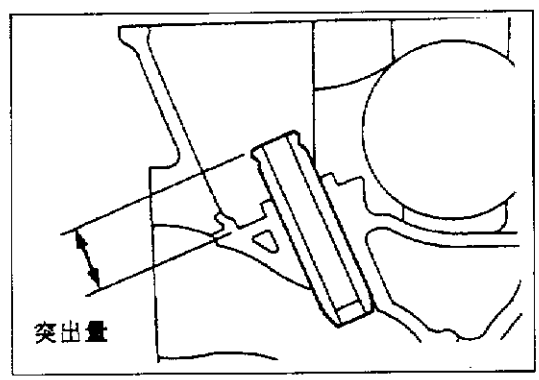

图2-1-21
③如图2-1-21所示，将气门导管压入到其突出量符合规定为止。标准值：14.0mm。